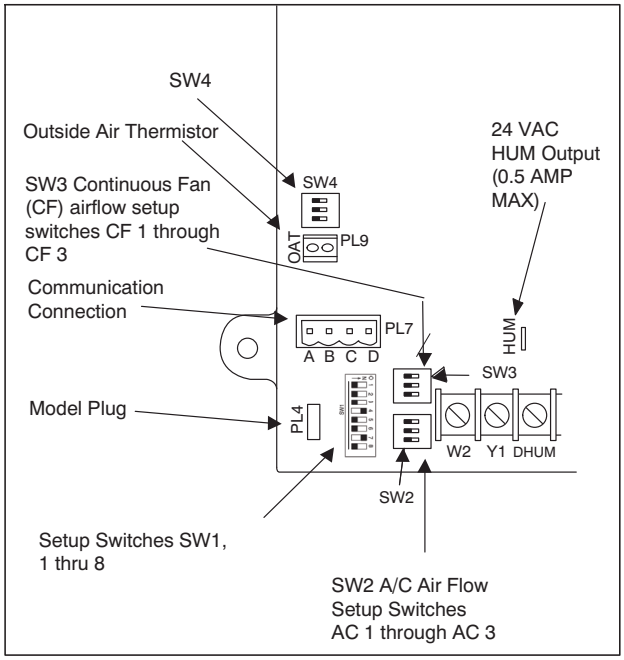

**Fig. 28 - Furnace Control**
5. Turn Setup Switch SW1-2 on furnace control ON (see Fig. 28).